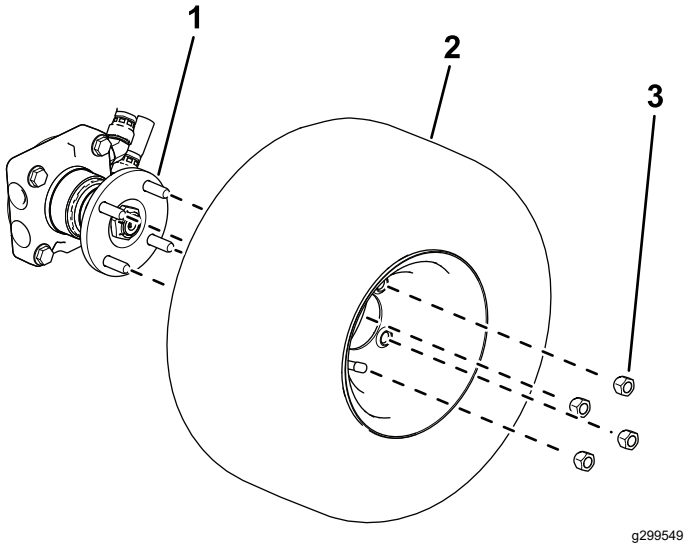

Figura 3
1. Utilice 4 tuercas para sujetar la rueda al cubo de la rueda (Figura 3).